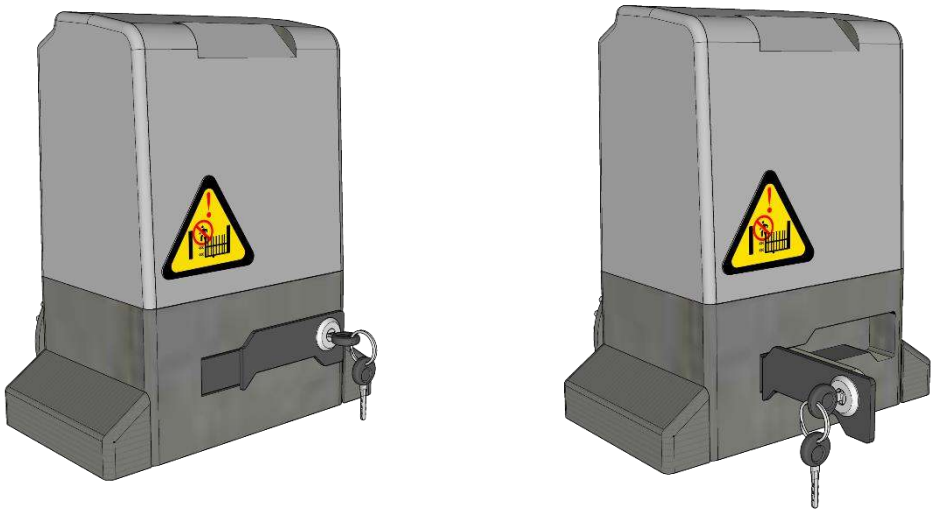

Fig.2
3. Operación Manual de la Puerta (Fig.2)
- Desbloquee el motor principal antes de la instalación insertando la llave manual y abriendo el embrague hasta que gire 90° en el sentido de las agujas del reloj (Fig.2). Luego, gire el engranaje de salida para asegurar una rotación suave.